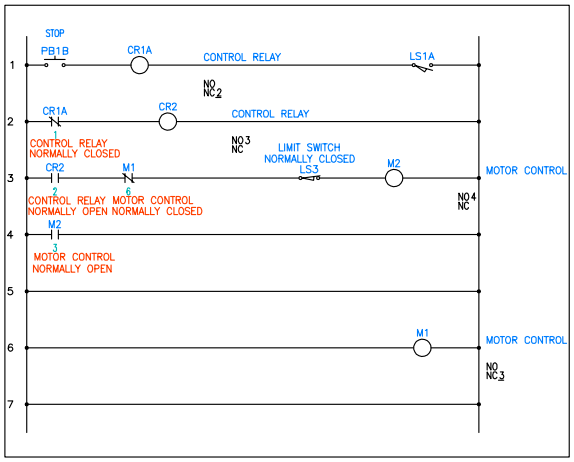

Figure 6-47 *Components inserted in the ladder*
30. Enter **18,18** at the Command prompt and press ENTER; the **Insert / Edit Component** dialog box is displayed. By default, LS1A is displayed in the edit box of the **Component Tag** area in this dialog box. Next, choose the **OK** button; LS1A is inserted into rung 1 of drawing. Figure 6-47 shows the ladder with components inserted in it.
31. Choose the **Move/Show Attribute** tool from **Schematic > Edit Components > Modify Attributes** drop-down; you are prompted to select the object. Select the **Motor Control** attribute of the **Motor Starter Coil** and press ENTER; you are prompted to specify the base point. Specify the base point at the left corner of the attribute and move the attribute, as shown in Figure 6-47.